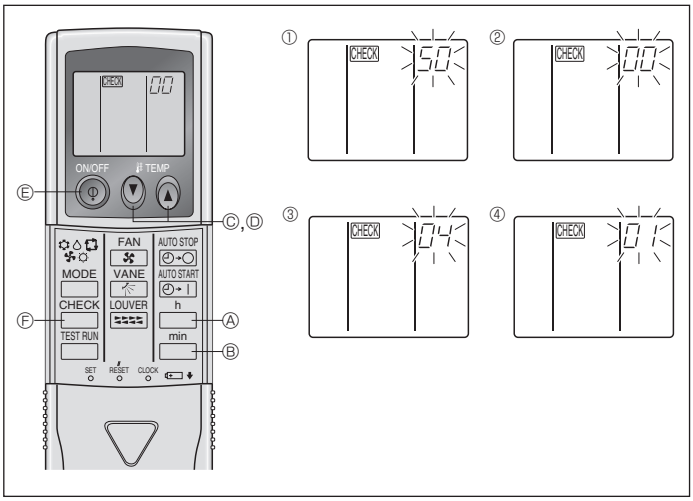

Fig. 6-16
2) For IR wireless remote controller (Fig. 6-16)